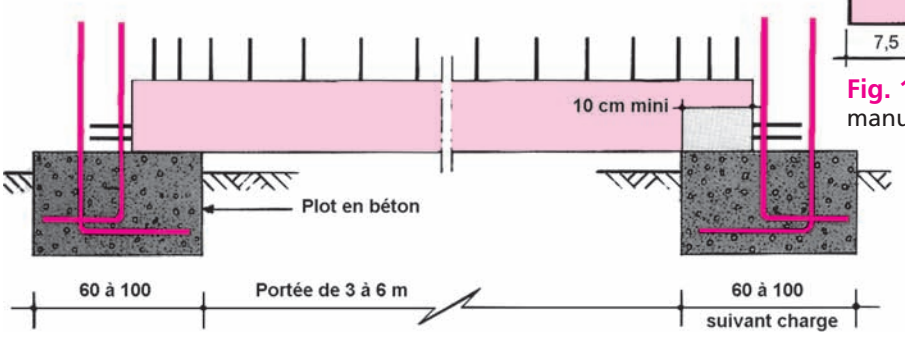

Fig. 17 : Plots en béton et longrine
- soit un poteau incorporé ancré dans la semelle filante (fig. 17, 32, 37).